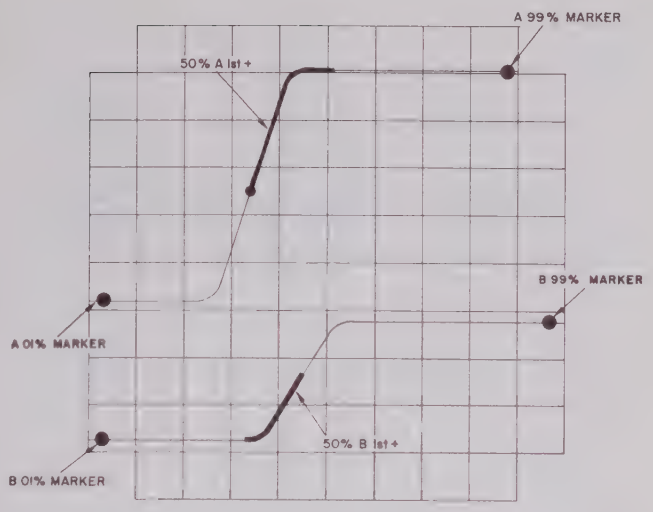

Figure 2-7 Time Difference Measurement
(4) Note period on DRO. A similar measurement could be made from A 1st–to A 2nd–transition.
f. Time Difference Measurement. To measure time difference between points on the A and B channel signals, proceed as follows (see Figure 2-7).
(1) Program RA####T#, AP00##X# and BP10##X# to display the positive transition on both channels with enough time offset for an accurate measurement.
(2) Enter ST50%A1+
(2) Adjust time range and offset programming to obtain a display as in Figure 2-7.
(3) The DRO indicates time delay between channels at the +1.5 Volt TTL Threshold level (30% full scale at 0.5 V/div.).
(3) Enter AM01G20G and observe voltage at 20% of sweep.
(4) Enter AM01G30G, AM01G40G, etc., until the voltage has been measured at each 10% increment of the sweep. The increment could be any value down to 1% if desired. A plot of any waveform observed on the screen can be made.
i. Positioning a Waveform by Computer. A computer-controlled system might be required to position a waveform on screen for a measurement without accurate knowledge of its location in time. For example, it might be desired to position the 50% level of the B 1st positive transition in Figure 2-7 at 50% of the sweep to make a risetime measurement, but the exact location of the transition depends on turn-on delay of the particular device under test. The following procedure allows the computer to locate the pulse and reprogram delay (either System 1010 or a programmable pulse generator) for the desired location.
(1) Program RA##30T0 and BP10##X# as required for correct time range and vertical sens. and offset, but with inadequate delay to bring the transition on screen. Assume that a delay of 30 to 90 is always adequate to bring the signal into position.
(2) Enter ST50%B1+